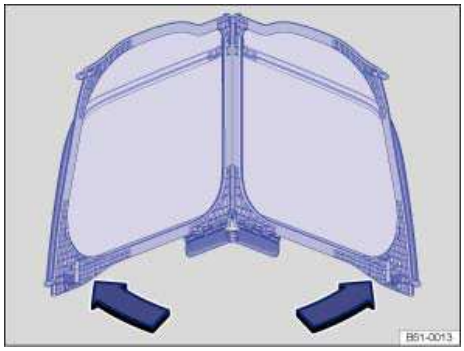

Fig. 36 Unfolding the wind blocker.
- Fold both side sections outward in the direction of the arrows ⇒ fig. 36 until they lock into place.
- Fold the handle **B** (4) at the front center of the wind blocker upward in the direction of the arrow and hold it in place.
- Fold both side sections inward opposite the direction of the arrow ⇒ fig. 36.